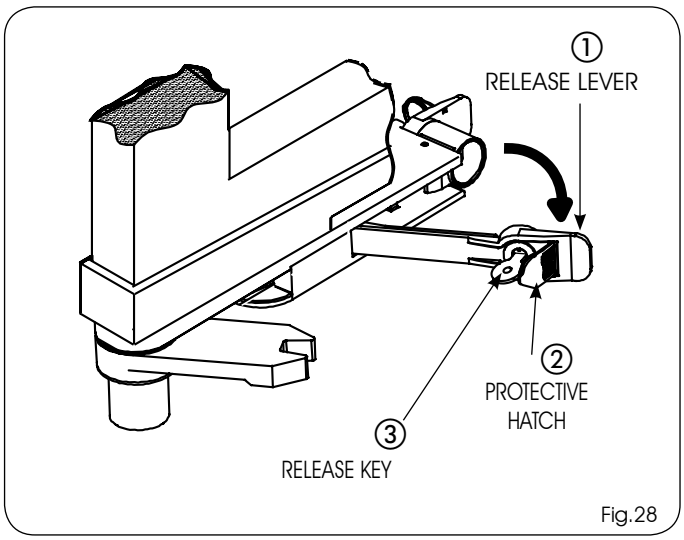

Fig.28
1) Open the protective hatch (Fig.28 ref. ②).
2) Insert the release key in the lock (Fig.28 ref. ③) and turn it clockwise sense up to its stop point.
3) Pull the release lever toward you (Fig.28 ref. ①).
2) Insert the release key in the lock (Fig.28 ref.③), turn it in the opposite direction up to the stop point and remove it.